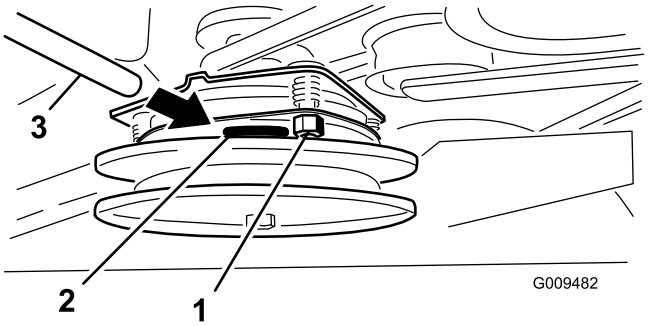

Figure 59
2. Si un réglage est nécessaire, réglez-le à 0,381 mm pour chacune des trois positions de réglage. Serrez les contre-écrous jusqu'à ce la jauge d'épaisseur fléchisse légèrement mais puisse bouger facilement dans l'entrefer (Figure 59).